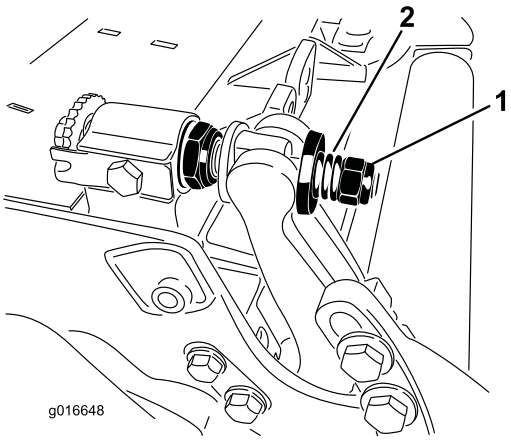

Figur 31
3. Stram låsemutrene likt på begge sider, helt til det ikke er mulig å dreie de ytre stålskivene for hånd. Løsne deretter låsemutrene til de ytre stålskivene kun roterer for hånd, og motstangens endeslakk er fjernet. (Figur 31).
10. Stram til mutteren på hver justering for motstangsenheten til fjærspenningen er trykket helt sammen. Løsne deretter mutteren en halv omdreining (Figur 31).